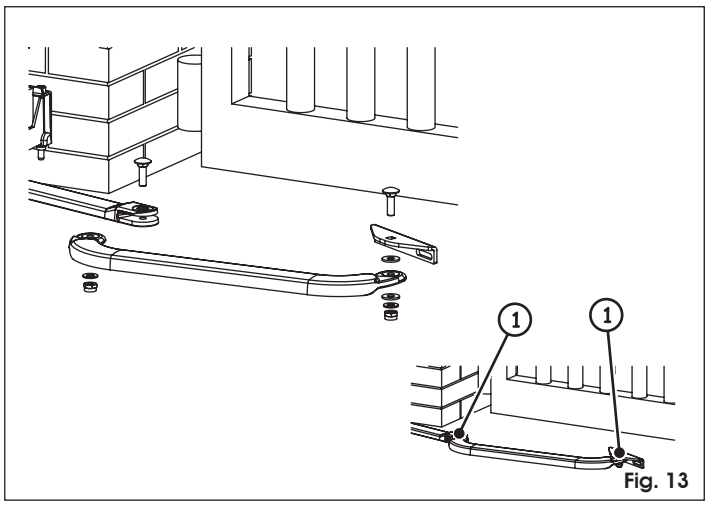

Fig. 13
7. Den restlichen Arm gemäß Darstellung in Abb. 13 zusammenbauen.
☞ *Für den einwandfreien Betrieb müssen die beiden Befestigungsschrauben (Abb. 13, Bez. ①) fest gezogen und dann um etwa ½ Drehung gelockert werden, um die reibungsfreie Drehung der Arme zu ermöglichen.*